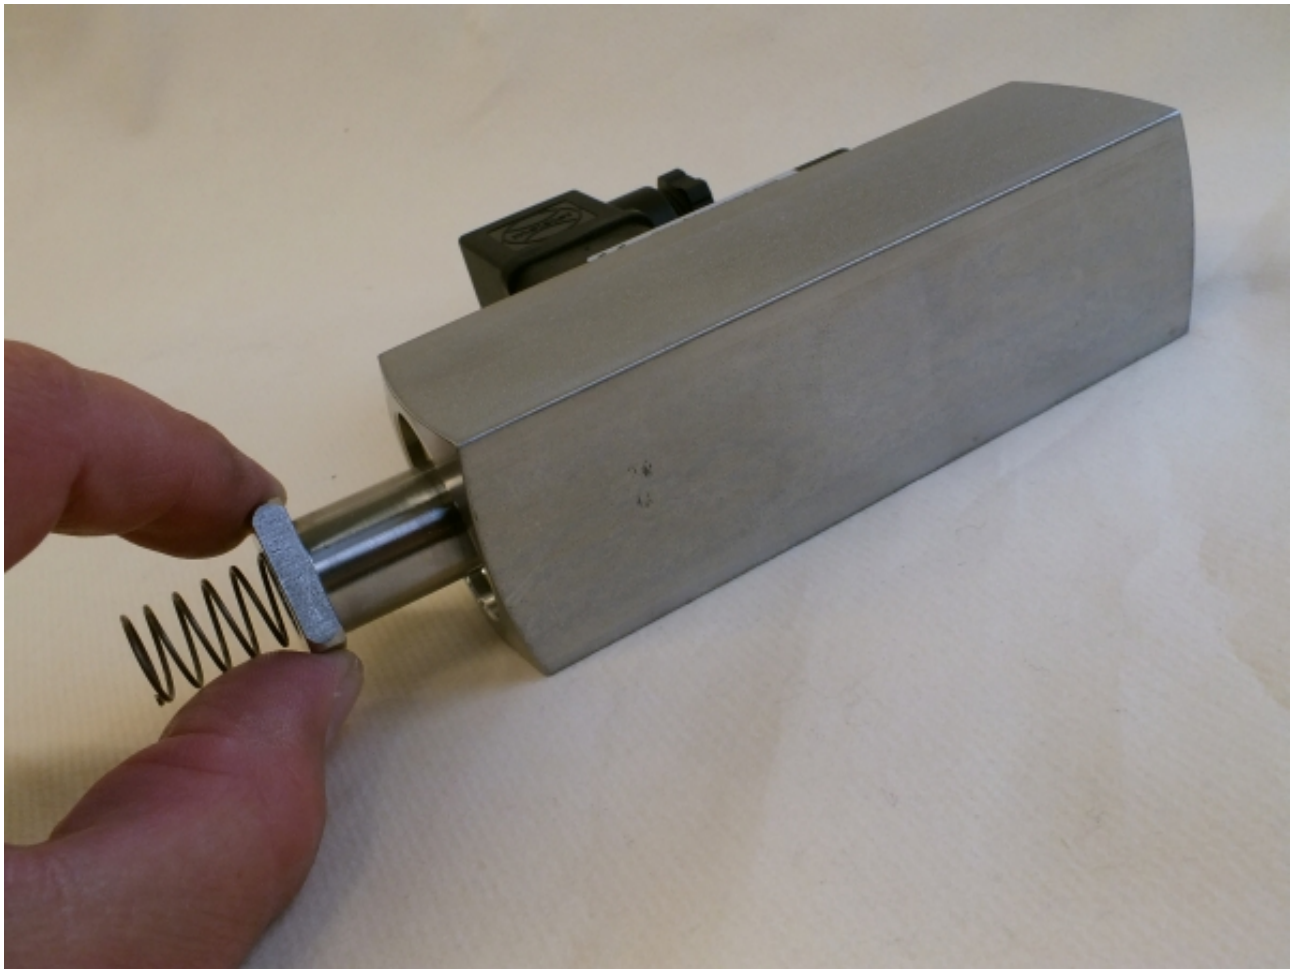

Fig. 43: Remove inner parts
4. Carefully turn the device body 180° and remove the inner parts (spring, magnets and float). (*Fig. 43*)